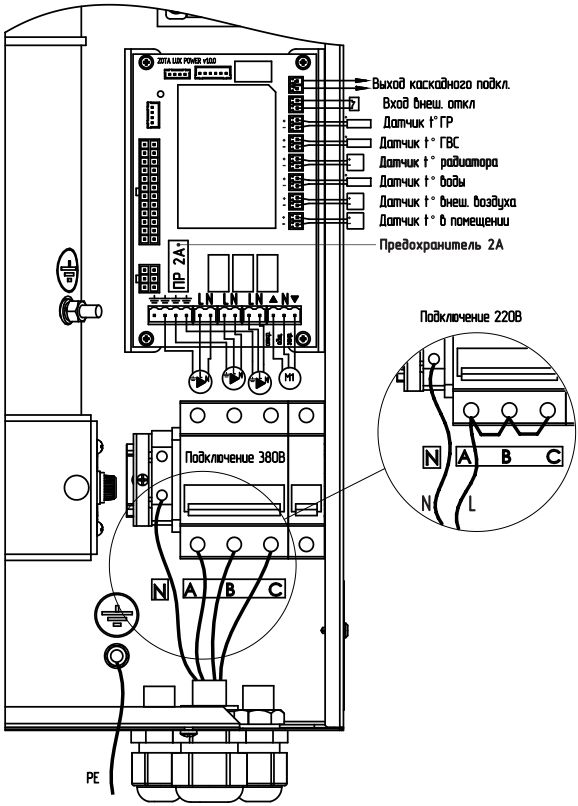

Рис. 3 Схема подключения электроводонагревателя
Схема присоединения электроводонагревателя к питающей сети, датчикам температуры, циркуляционному насосу и клапану приведена на Рис.3.
• Подключить электроводонагреватель к трехфазной сети переменного тока 380 В, 50 Гц, для этого присоединить рабочий нулевой провод на клемму нейтраль (N) электроводонагревателя, фазные провода на клеммы А, В, С вводного автомата. Защитный нулевой провод (PE) подключить на болт «ЗАЗЕМЛЕНИЕ» см. Рис.3;
• При питании электроводонагревателя от однофазной сети переменного тока 220 В, 50 Гц присоединить рабочий нулевой провод на клемму нейтраль (N) электроводонагревателя, а фазный на клеммы А, В, С вводного автомата, защитный нулевой провод (PE) должен подключаться к клемме «ЗАЗЕМЛЕНИЕ» см. Рис.3. Для соединения клемм А, В, С вводного автомата в комплекте имеется специальная перемычка (только для ZOTA «Solid»-4,5; ZOTA «Solid»-6; ZOTA «Solid»-7,5; ZOTA «Solid»-9), которая устанавливается на вводных клеммах автомата (см. Рис.3);
• Присоединить датчики температуры воздуха помещения (tдатч1) и на улице (tдатч2) к колодкам на блоке управления, проводом с сечением не менее 0,5 кв.мм и длиной до 20 м как показано на Рис.3. Необходимо строго соблюдать полярность, обозначенную на схеме при подключении датчиков температуры. Маркировка проводов датчиков температуры воздуха: красный (+), синий (-).
• Присоединить провода (L,N,заземление) от насосов к соответствующим контактам на клеммной колодке котла как показано на Рис.3. Мощность, потребляемая каждым насосом не должна превышать 200 Вт.
• При необходимости присоединить провода (откр_общ_закр) от двигателя трехходового смешивающего клапана к соответствующим контактам на клеммной колодке котла как показано на Рис.3. Мощность двигателя привода не должна превышать 20 Вт при напряжении ~220 В.